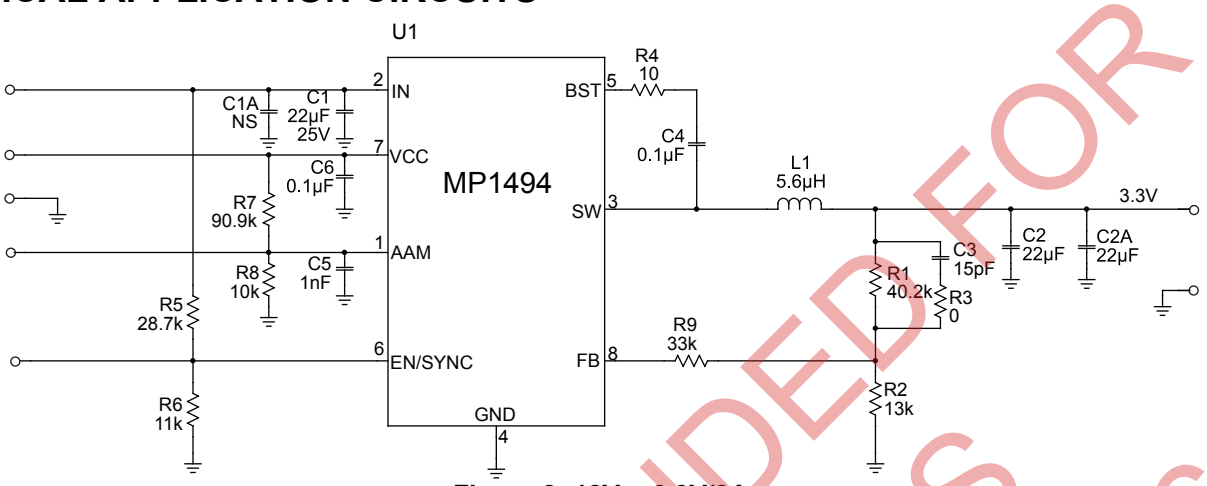

Figure 8: 12V$_{IN}$, 3.3V/2A
8) The recommended layout is based on the Figure 8 Typical Application circuit on the next page.